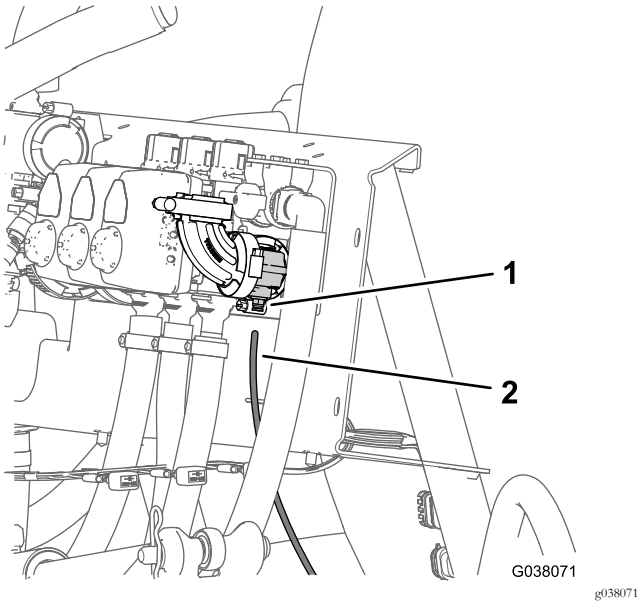

Figuur 124
1. Lijn het uiteinde van de druksensorbuis (plastic) voor de drukmeter in het dashboard uit met de borgkraag voor de buiskoppeling (Figuur 124).
2. Druk de sensorbuis in de borgkraag tot de buis niet meer verder kan (Figuur 124).